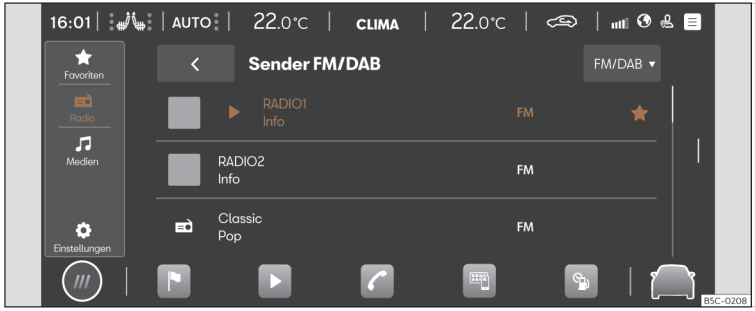

Abb. 168 Schematische Darstellung: Ansicht Radio.
- Drücken Sie **HOME** > ▶ > ⊟ >>> **(Abb. 168)**.